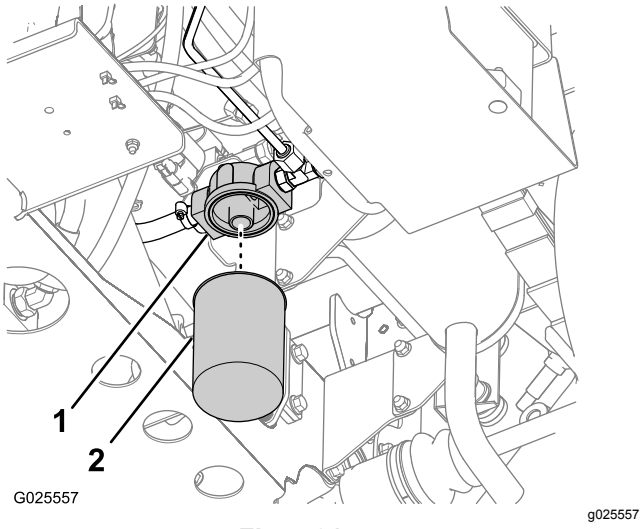

Figur 81
2. Rengjør området rundt der filteret monteres (Figur 81).
3. Plasser et tappefat under filteret (Figur 81).
4. Fjern filteret ved å rotere det mot urviseren (Figur 81).
5. Rengjør overflaten på filteradapteren der filteret skal plasseres (Figur 81).
7. Tre det nye filteret på filteradapteren til filterpakningen kommer i kontakt med adapteroverflaten (Figur 81). Stram deretter filteret ytterligere en halv omdreining (Figur 81).